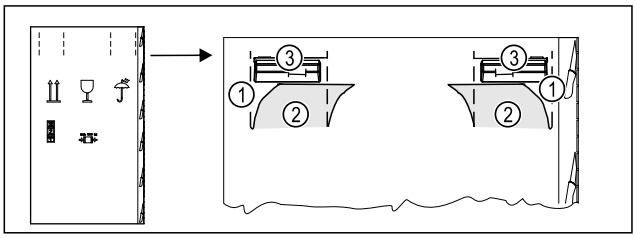

Fig. 5
▶ Vtlačte obalový karton nahoře na perforaci *Fig. 5 (1)*.
▶ Vytáhněte vtlačené spojky *Fig. 5 (2)*.
▷ Pravá a levá rukojeť *Fig. 5 (3)* je viditelná.
▶ Držte spotřebič za rukojeti *Fig. 5 (3)*.